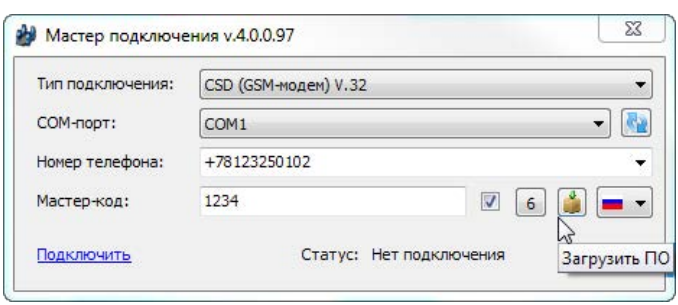

Рисунок 6. Загрузка программы настройки
- *Загрузите последнюю версию программы настройки: нажмите кнопку «Загрузить ПО» (рис. 6);*